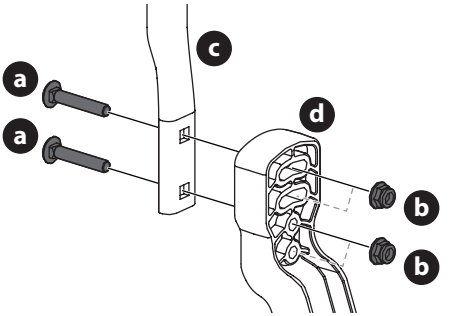

Fig. 8
1. Extraiga los dos tornillos de carro (a) y las dos tuercas de seguridad con brida (b) que sujetan la palanca de control de la transmisión de barra de seguridad (c) hasta el regulador de palanca superior (d) (Fig. 8).
2. Mueva la palanca de control de la transmisión de barra de seguridad hasta una de las dos alturas disponsibles y sujétela en su lugar con los tornillos del carro (a) y las tuercas de seguridad con brida (b) (Fig. 8).